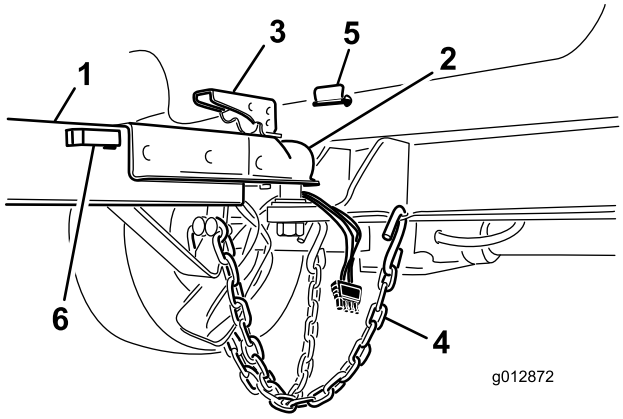

Figur 11
2. Løft koblingsgrebet på anhængertrækstangen, mens dækslet sænkes ned over kugletrækket (Figur 11).